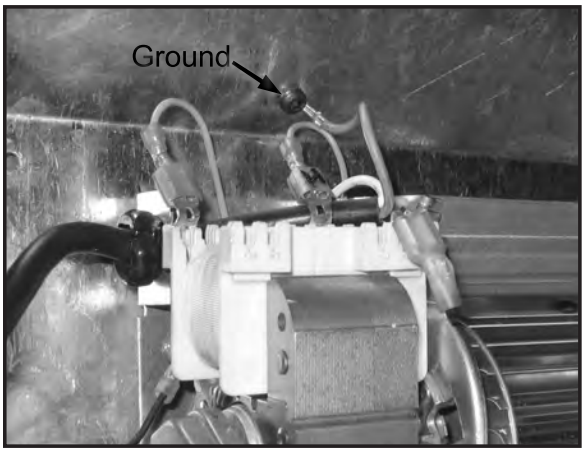

Figure 51: Grounding Power Cord.
5. Ground the power cord to the unit using a star washer and T-20 screw (see Figure 51).